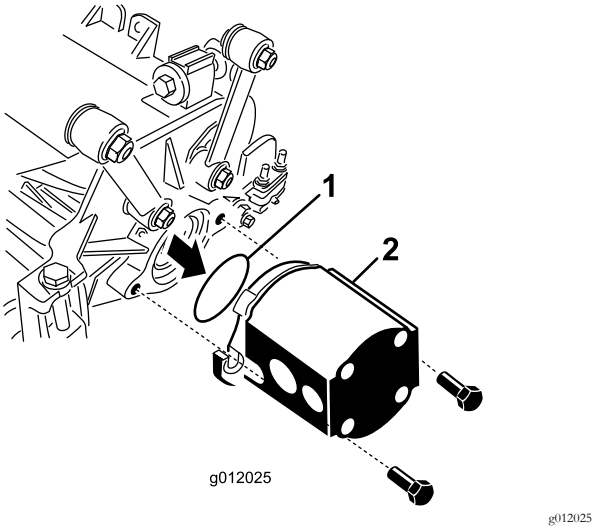

Figur 24
5. Isæt O-ringen (følger med klippeenheden) på drivmotorens flange (Figur 24).
6. Monter motoren på klippeenhedens drivende, og fastgør den med to maskinskruer, der følger med klippeenheden (Figur 24).